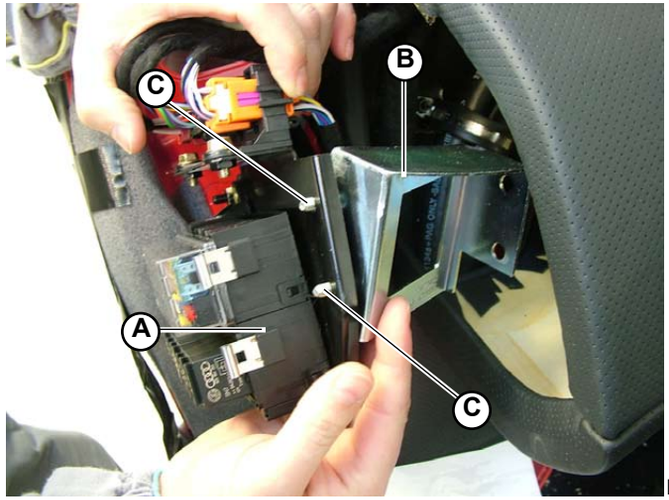

Fig.1
1. Connect fuse box no. 1 (**A-Fig.1**) to the fixing bracket (**B-Fig.1**) by acting on the 2 fixing screws (**C-Fig.1**).